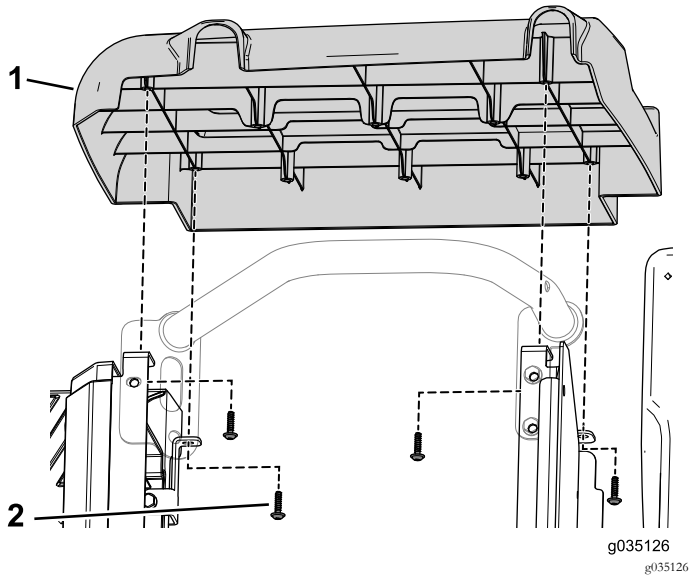

Figure 54
3. Retirez les 4 vis autotaraudeuses qui fixent le couvercle latéral droit sur la machine (Figure 54).